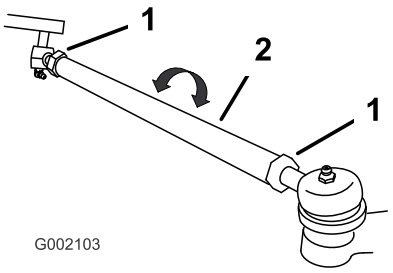

Figuur 54
7. Als deze afstand buiten het bereik van 0-6 mm valt, moet u de contramoeren aan beide uiteinden van de spoorstangen losdraaien (Figuur 54).